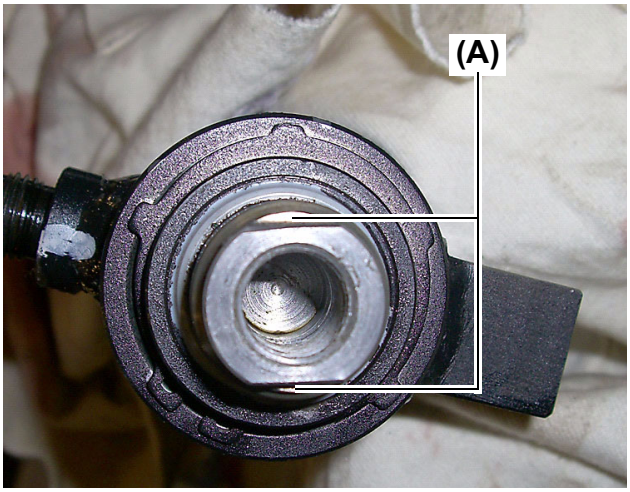

Fig. 10
14. The cylinder rod has two (2) flat ends **(Fig. 10, (A))** as shown above. Once one of the tie rod assemblies has been removed, the flats on the end of the cylinder rod is used to retain the cylinder rod to remove the opposite tie rod.
- The **Fig. 10, (A)** portions have narrow space for tool engagement, resulting in easy disengagement of the tool. Be careful of this matter when working.